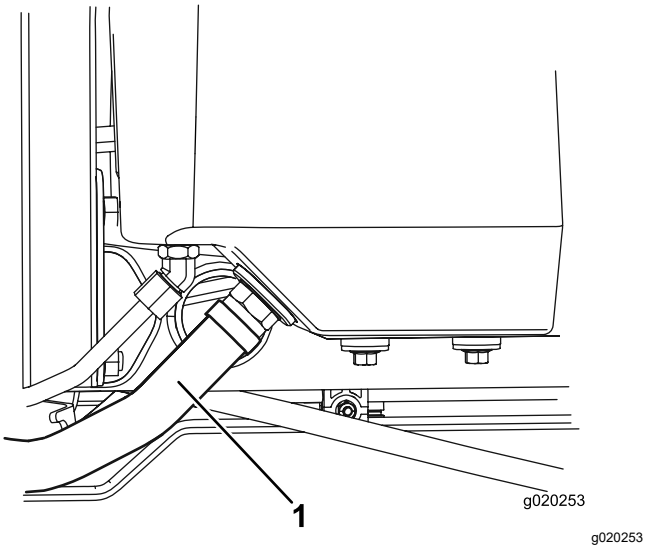

**Figur 77**
2. Koppla bort den stora hydraulslangen (Figur 77) från tanken och låt hydraulvätskan rinna ut i ett kärl.